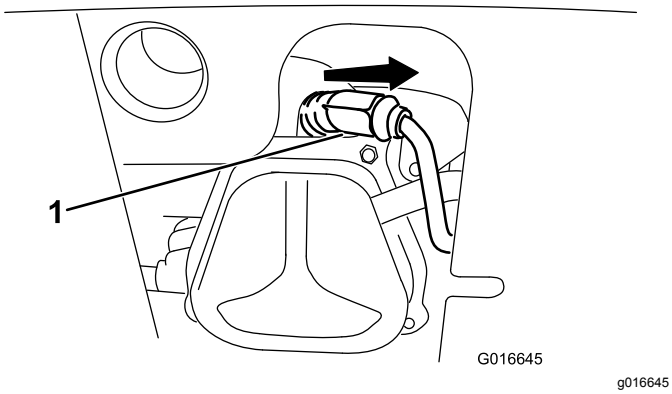

**Figura35**
1. Scoatei carcasa (Figura35).